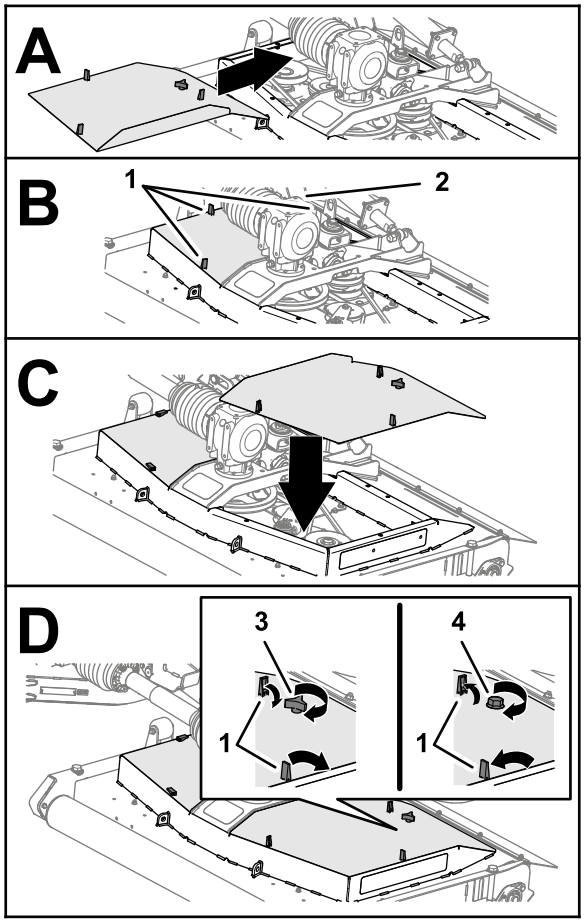

Figur 41
1. Innrett låsene på dekselet til klippeenheten med hullene på klippeenheten (Figur 41).
2. Monter dekselet på klippenheten (Figur 41).
3. Fest dekselet (Figur 41) som følger:
4. Fest de tre låsene på dekselet til klippeenheten (Figur 41).
5. Gjenta trinn 1 til og med 4 for de andre dekslene som du har fjernet (Figur 41).